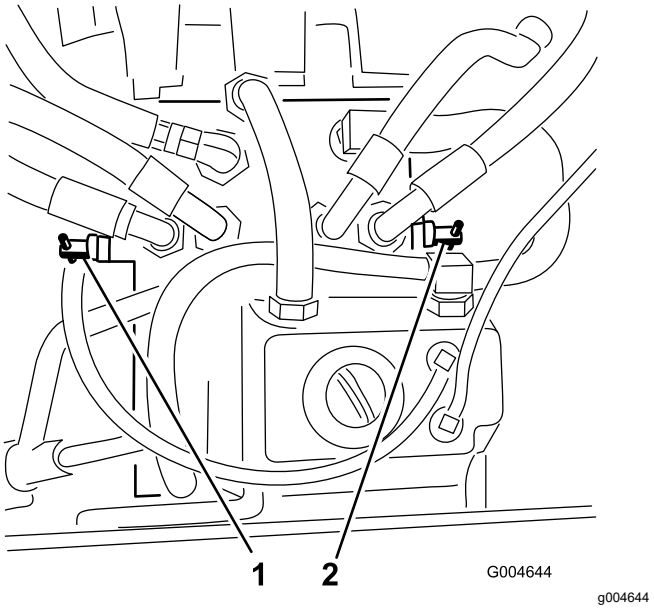

Figuur 65
2. Zoek de omloopkleppen (Figuur 65) en draai de omloopkleppen 1 slag naar links.
4. Sluit de kleppen door elke klep 1 slag rechtsom te draaien (Figuur 65).